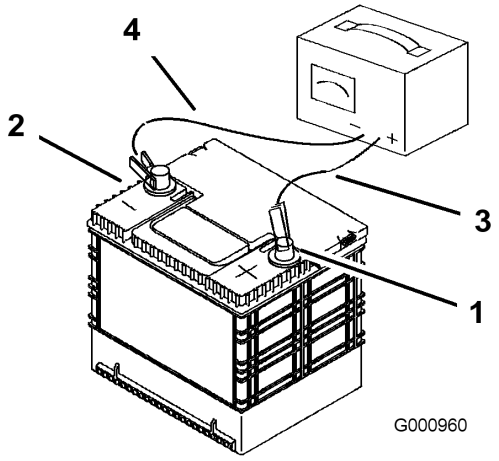

Figure 44
2. Quand la batterie est chargée au maximum, débranchez le chargeur de la prise, puis débranchez les fils du chargeur des bornes de la batterie (Figure 44).